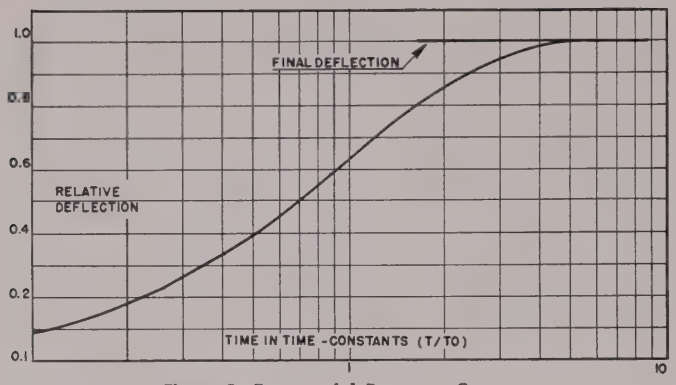

Figure 1—Exponential Response Curve.
wherein e is the natural log base (2.7---) and t_o is the time constant of the feedback network. The percentage of final indication with time in terms of time constants (t/t_o) is shown in the curve of Figure 1, which is a plot of expression (1).